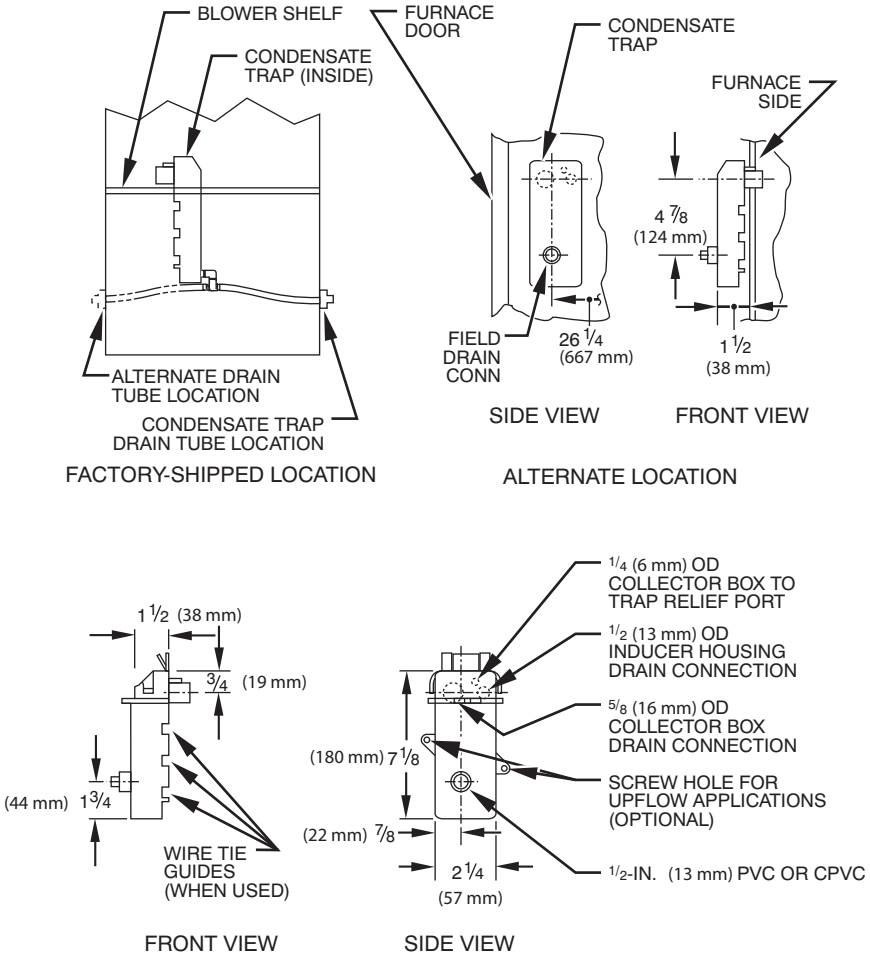
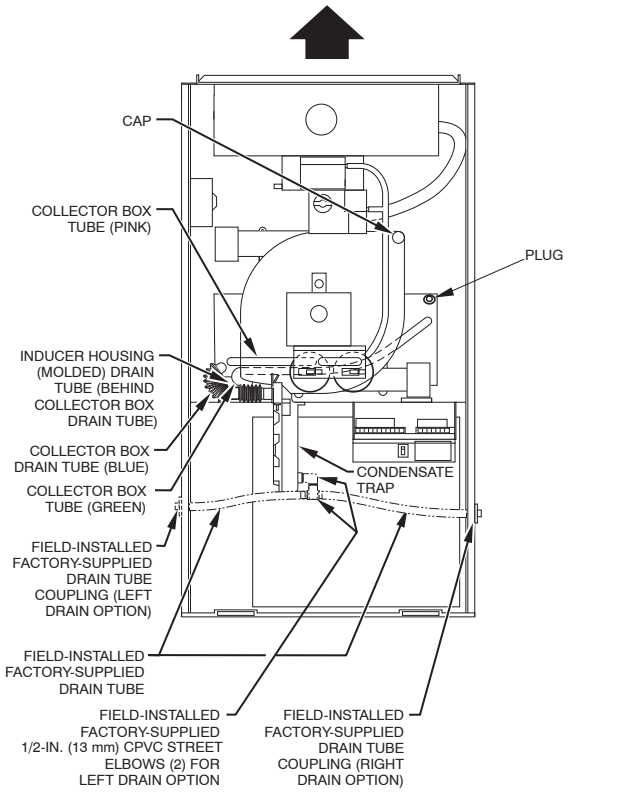

Fig. 6 - Condensate Trap
Fig. 7 - Factory-Shipped Trap Location (Shown with Blower Access Panel Removed)
Some assembly and modifications are required for condensate trap drainage tubes. (See Fig. 6, 7 and 8.) All drain and pressure tubes are connected as shown in Fig. 7 from the factory. See appropriate application instructions for these procedures.
The condensate trap is factory installed in the blower shelf. A factory-supplied tube is used to extend the condensate trap drain connection to the desired furnace side for field drain attachment. See Condensate Trap Tubing section for drain tube extension details. (See Fig. 6.)
NOTE: See Fig. 7 or review label on main furnace door to confirm location of these tubes.
j. Cement 2 factory-supplied 1/2-in. street CPVC elbows to rigid drain tube connection on condensate trap. (See Fig. 7.) These elbows must be cemented together and cemented to condensate trap drain connection.
NOTE: See Fig. 7 or 8 or tube routing label on main furnace door to check for proper connections.